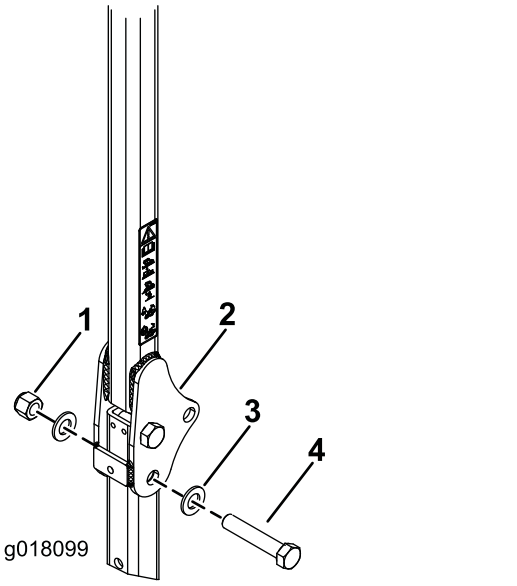

Bild 13
3. Legen Sie eine Scheibe (13/16" x 1½") auf jede Schraube (¾" x 4"), wie in Bild 13 abgebildet.
4. Setzen Sie die Schrauben und Scheiben in die Löcher ein, aus denen Sie die Stifte entfernt haben (Bild 13).
5. Legen Sie eine weitere Scheibe auf jede Schraube und befestigen sie mit Muttern (¾"), wie in Bild 13 abgebildet. Ziehen Sie die Muttern bis auf 323-396 N·m an.
6. Ziehen Sie die Drehschraube am Überrollschutz (Bild 13) mit 91-113 N·m an, damit der Überrollbügel und das Sonnendach nicht springen.